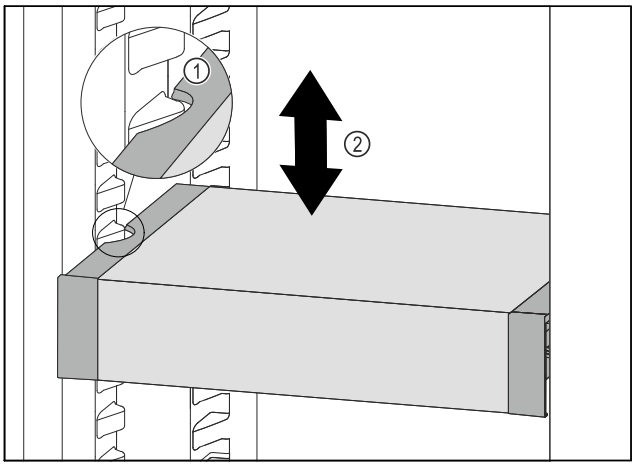

Fig. 177
▶ Pull VarioSafe forwards until the recesses in the side of the VarioSafe are at the level of the support rib in the refrigerator compartment. *Fig. 177 (1)*
▶ Move VarioSafe up or down in the refrigerator compartment until the desired height is reached. *Fig. 177 (2)*